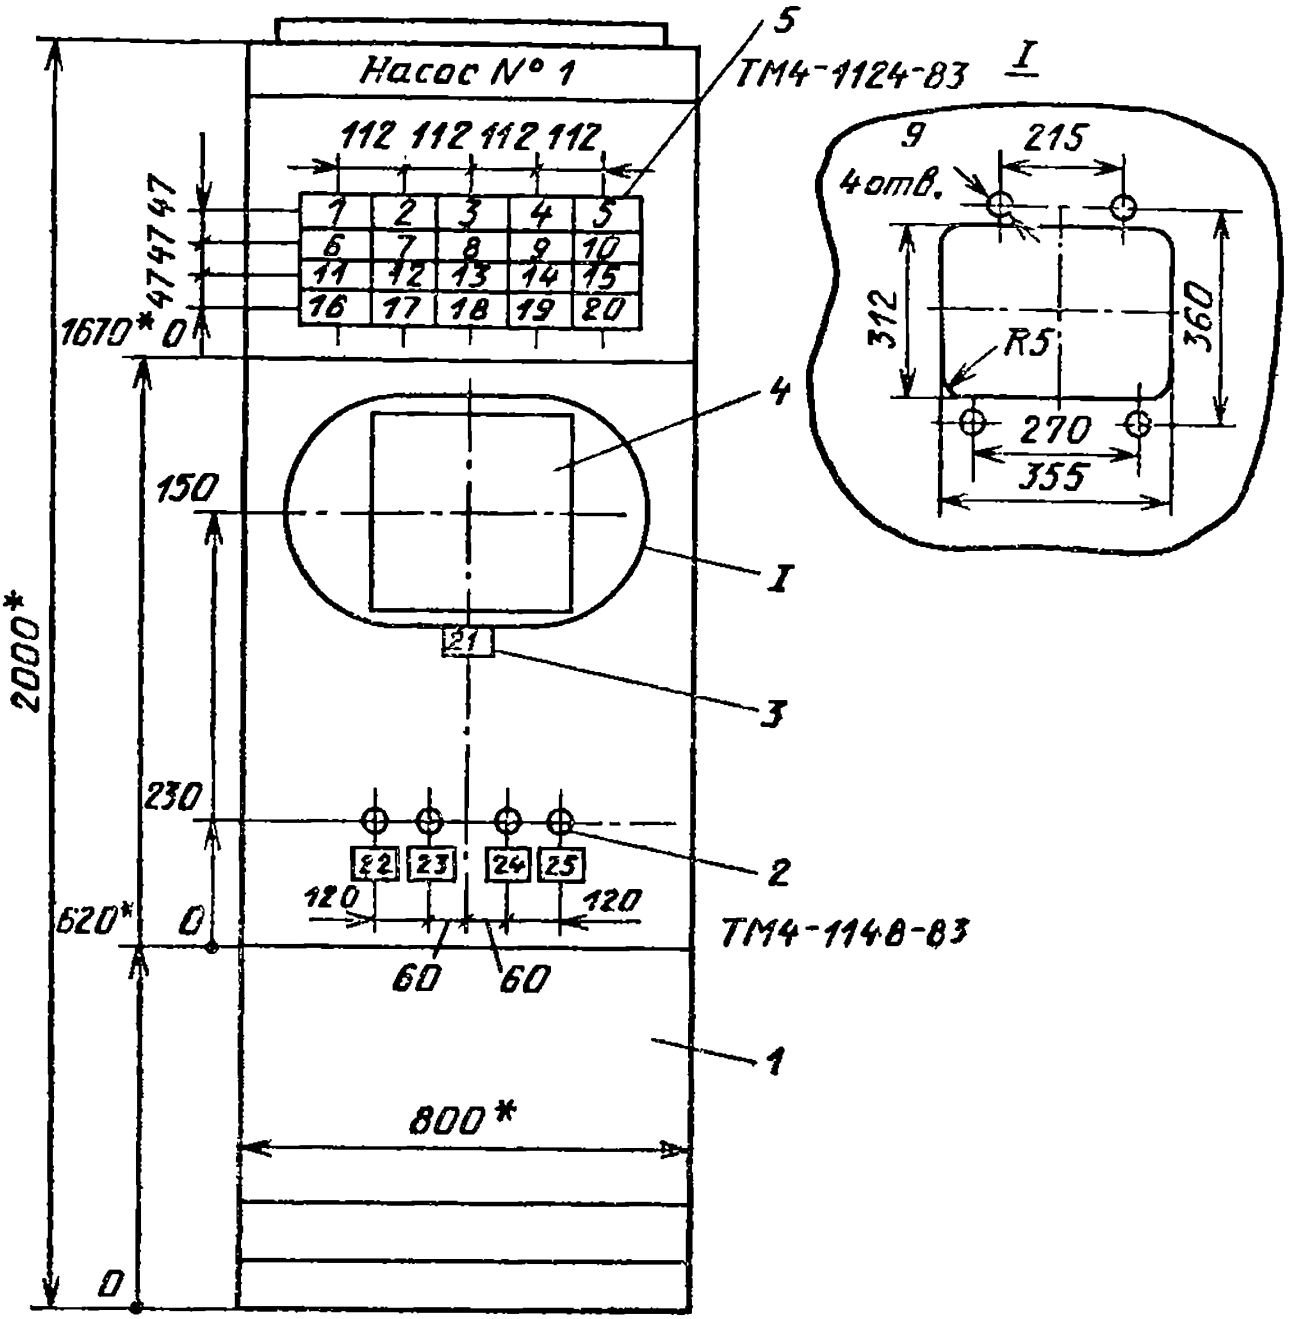

Рис. 8.5. Вид спереди шкафного щита исполнения II, изготавливаемого по ОСТ 36 13—76 и ОСТ 36.ЭД1—13—79
8.2. Где найти тексты надписей в рамках *2* и на табло *HL1 — HL9* (рис. 8.5)?